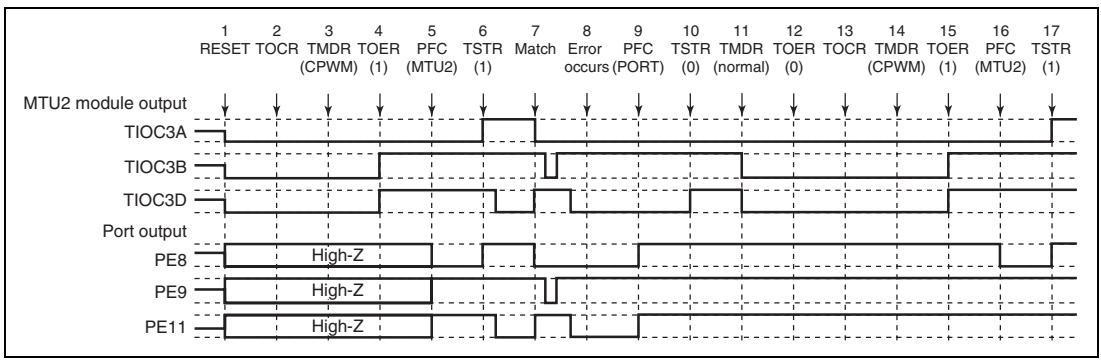

**Figure 10.161 Error Occurrence in Complementary PWM Mode, Recovery in Complementary PWM Mode**
**Operation when Error Occurs during Complementary PWM Mode Operation, and Operation is Restarted in Complementary PWM Mode:** Figure 10.161 shows an explanatory diagram of the case where an error occurs in complementary PWM mode and operation is restarted in complementary PWM mode after re-setting (when operation is restarted using completely new cycle and duty settings).